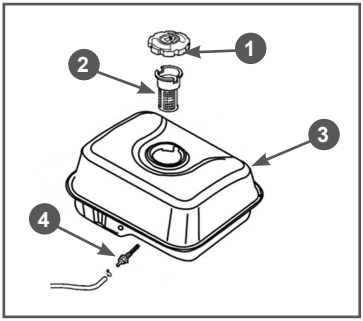
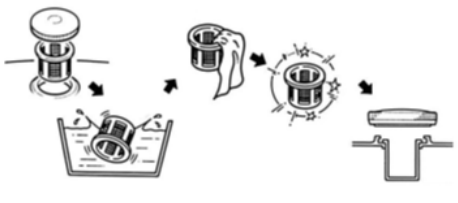

Рис. 18 Топливные фильтры
Рис. 19 Обслуживание фильтра топливного бака
В топливном баке установлены два сетчатых топливных фильтра. Один фильтр устанавливается в заливной горловине топливного бака. Второй фильтр конструктивно объединен со штуцером топливного бака и установлен внутри бака (Рис. 18).
Топливный фильтр 2 (Рис. 18), установленный в горловине бака, проверяйте при каждой заправке бака топливом. При необходимости вынимайте сетчатый фильтр из бака и производите его очистку (Рис. 19). Регулярно проверяйте целостность сетчатого фильтра, при обнаружении механических повреждений замените сетчатый фильтр.
Через каждые 300 часов работы необходимо производить очистку топливного бака от грязи и конденсата. Одновременно с очисткой топливного бака необходимо проверять и очищать фильтр 4, установленный внутри бака (Рис. 18). Поврежденный или сильно загрязненный фильтр необходимо заменить.
3. Выкрутите из топливного бака выходной штуцер 4 и произведите его очистку (Рис. 18). Внимательно осмотрите сетчатый фильтр. При обнаружении механических повреждений замените штуцер топливного бака.